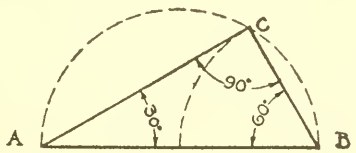

Fig.14.
The resulting triangle has angles of 30°, 60°, and 90° as shown in Fig. 14. Why?
(1) The angle that the diagonal of a square makes with its sides is an angle of 45°.
(2) Look up Fig. 14, Chapter II, and see if you can apply the figure so as to use the steel square to set for a 30° angle.